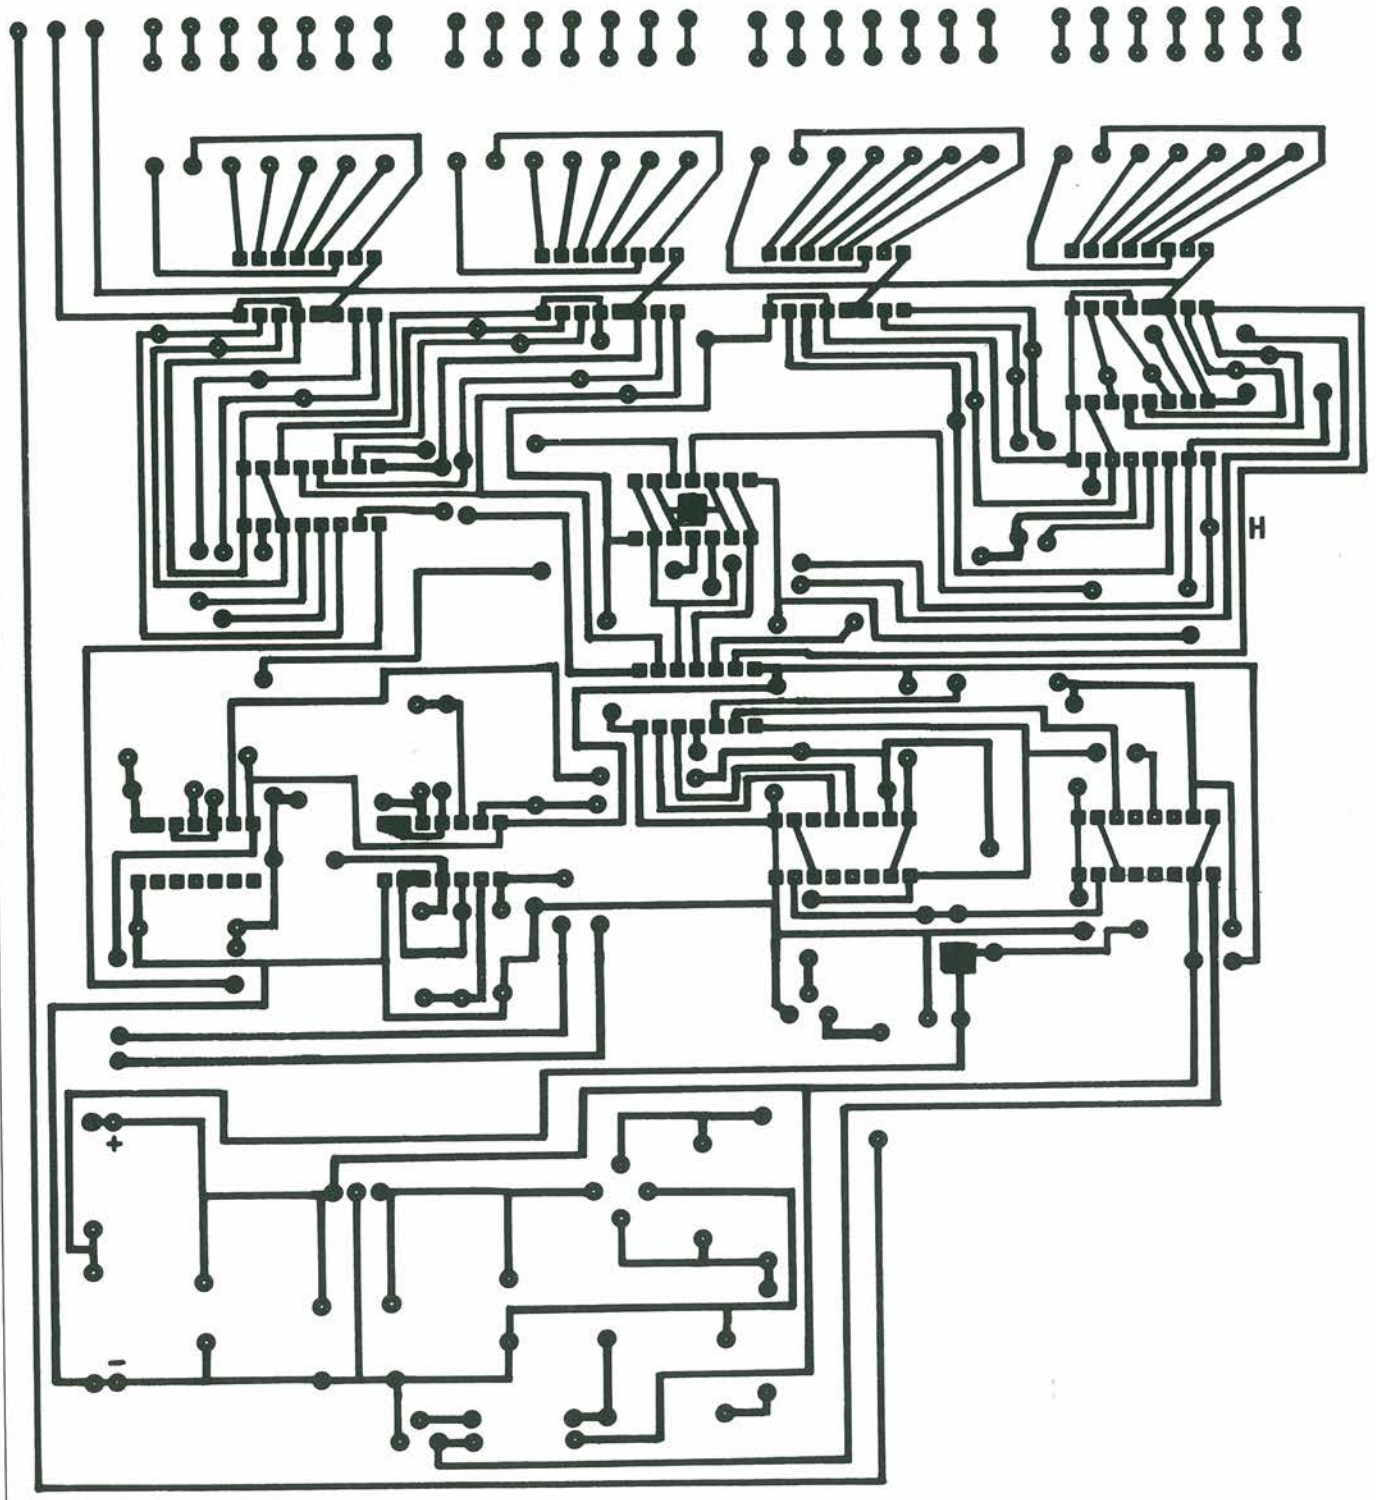

*Figura 7. Circuito stampato. Scala 1 : 1.*
**Circuito stampato principale** (Figura 7)